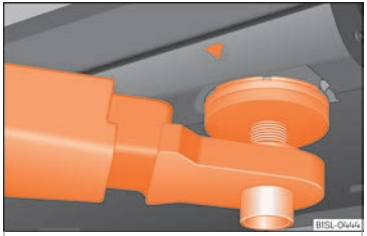
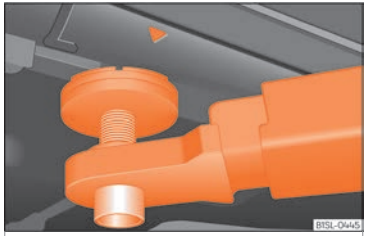

Fig. 174 Front jacking points for raising vehicle with lifting platform or jack
Fig. 175 Rear jacking points for raising vehicle with lifting platform or jack
Always use the jacking points indicated in the figures ››› **Fig. 174** and ››› **Fig. 175** when raising the vehicle. If the vehicle is not lifted at these points, it could be seriously damaged ››› ❗ or lead to serious injury ››› ⚠.
- Only use the jacking points indicated in the figures ››› Fig. 174 and ››› Fig. 175 when raising the vehicle. If the vehicle is not lifted at the indicated points, it may fall from the platform while the engine or gearbox is being dismounted, for example.